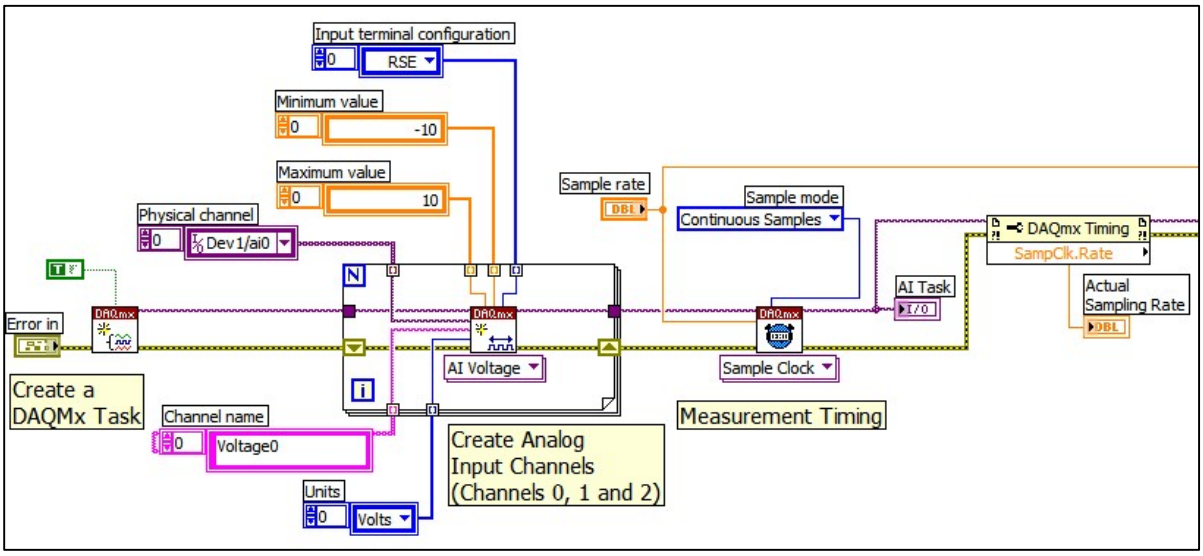

Fig. 2. Segment to Create DAQmx Task and Initialize Analog Input Channels
- At the writing of these notes, the most recent form of data acquisition available in LabVIEW is called ***DAQmx***. LabVIEW includes many subroutines (VI's) to support this feature. Fig. 2 shows the first segment of the code that utilizes ***DAQmx*** VI's to ***create*** a data acquisition ***task*** and ***initializes*** the analog ***input channels***.